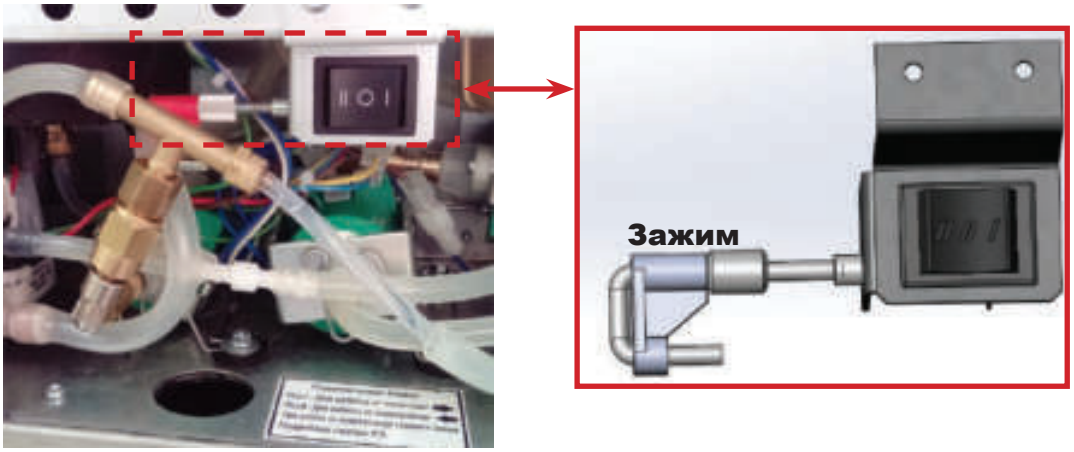

Рисунок 4.18
5. Снимите зажим с силиконовой трубки (см.рис.4.18);
6. Установите выключатель в положение “II” (см.рис.4.18) ;
2. В пункте 5 наденьте обратно зажим на трубку (см.рис.4.18);
3. В пункте 6 установите выключатель в положение “I” (см.рис.4.18).